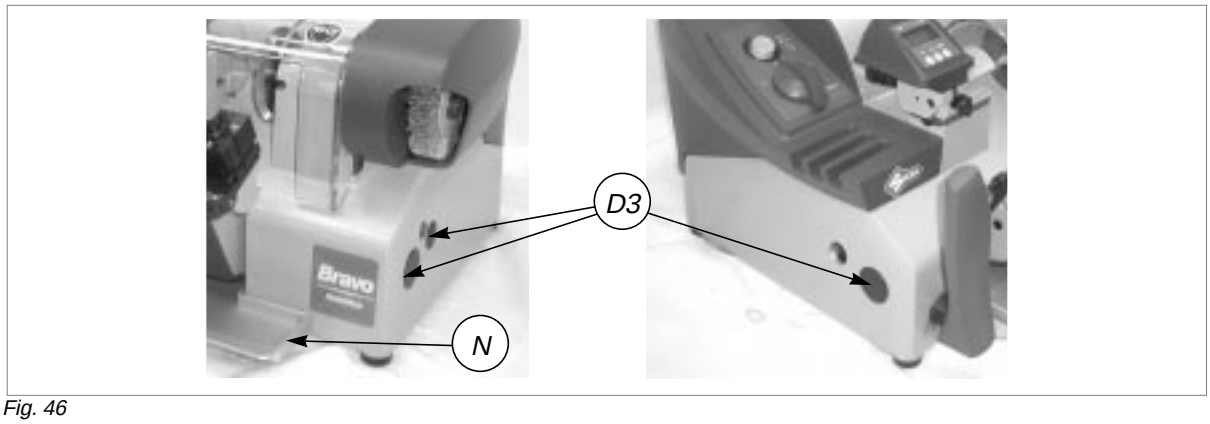
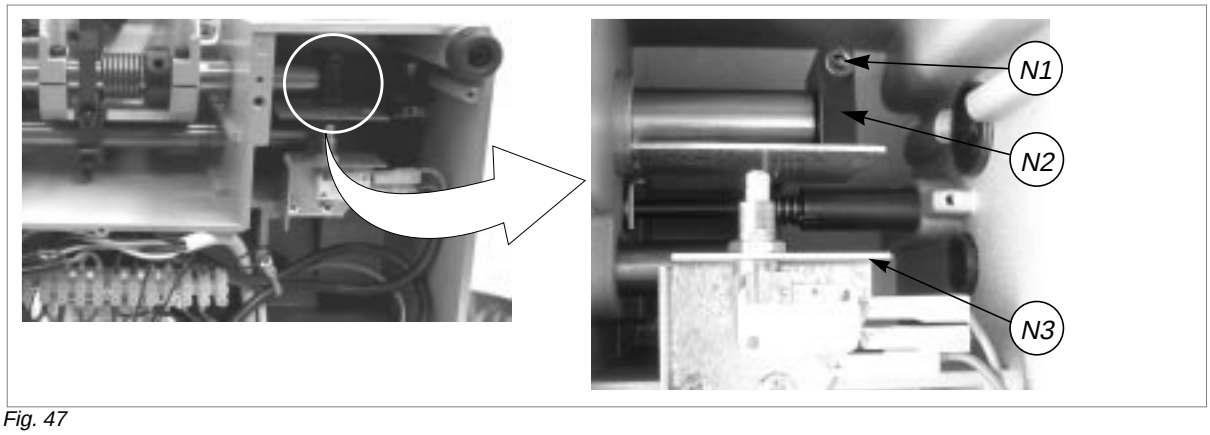

Fig. 46
Fig. 47
4) To remove the knob (V), raise a little and pull off.
7) Remove the caps (D3) from the base (fig. 46, page 31).
8) Remove the swarf tray (N).
10) Loosen the 7 screws (W) and 2 feet (W1) and remove the bottom panel (W2) (ch.7.7, page 23).
11) Loosen the screw (N1) on the cam (N2) (fig. 47, page 31) and pull the cam to the right to remove.
17) Replace the cam (N2) so that it pushes the plate (N3) hard up against the microswitch; tighten the screw (N1) (fig. 47, page 31).
18) Replace the bottom panel and fix with the 7 screws (W) and 2 feet. Fit the swarf tray.
21) Replace the carriage safety shield (D1) and fit the knob (V), pressing it downwards.